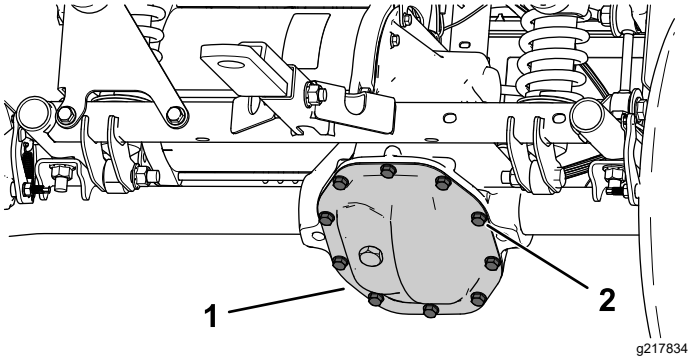

Figur 53
1. Placera ett avtappningskärl under växellådsskyddet (Figur 53).
2. Ta bort skruvarna från växellådsskyddet och töm ut vätskan helt (Figur 53).